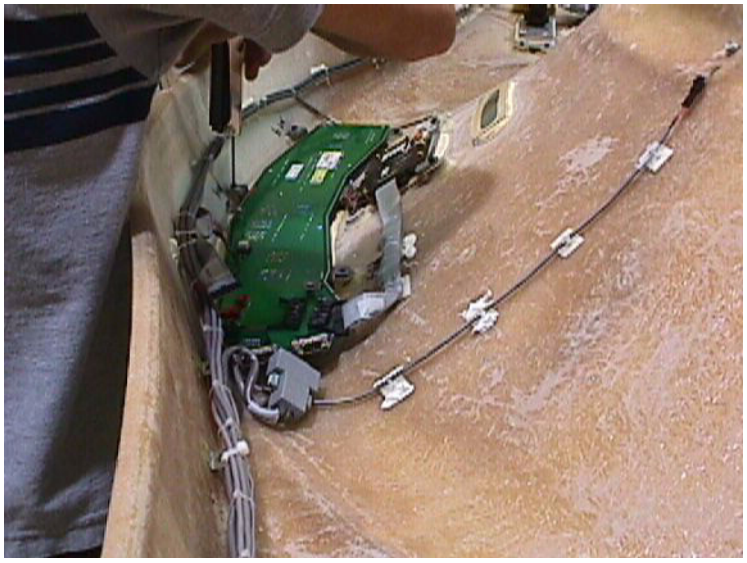
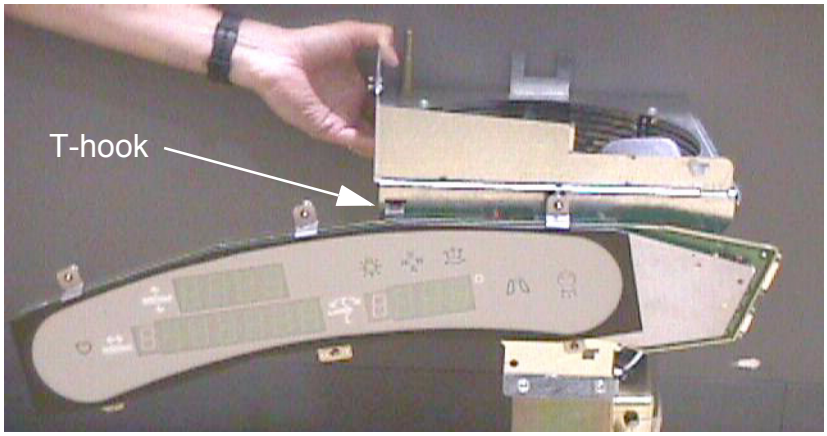

Figure 8-67 Gantry Display Removal
Figure 8-68 Gantry Display Service Mounting Location "A"
8.) Remove the gantry display and one (1) of the cover's control assemblies, and place them into the service positions.
* The gantry display is held in place with (5) thumb screws. Use a flat-blade screwdriver to remove the Display. Reference Figure 8-67.
* There are (2) mounting methods. Both use the cables connected to the REAR GANTRY COVER.
* DIsconnect the cabling at the right rear gantry cover. Only (1) cable will connect to the Gantry Display.
* Position "A" - use one of the display T-hook to hang in the "T" slot on the side of the right Gantry Fan Assembly. Reference Figure 8-68.